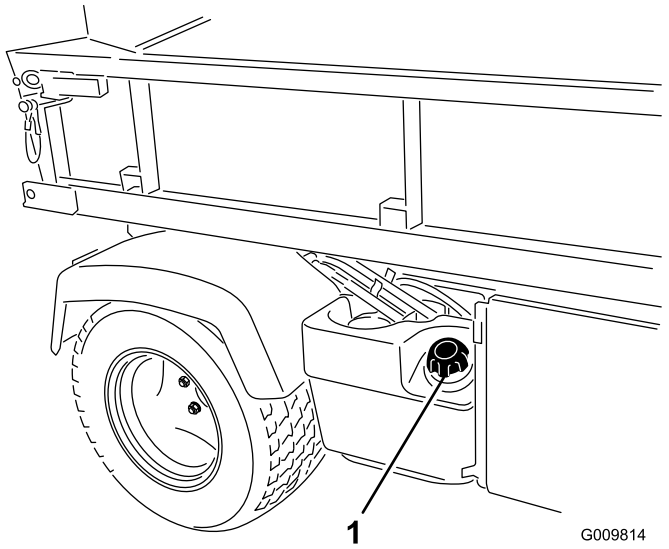

**Figur 16**
2. Fjern drivstofftanklokket (Figur 16).